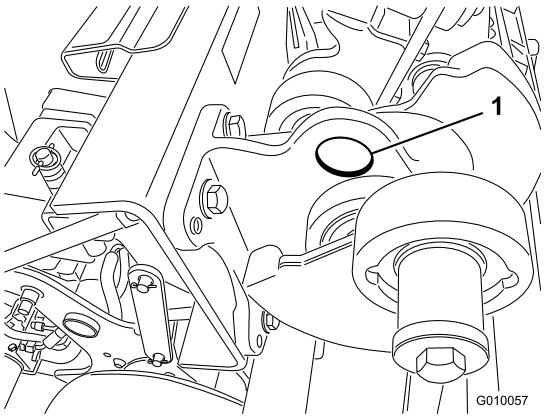

**Figur 43**
**Merk:** Hvis det er tilgjengelig, kan en vinsj brukes til å løfte bakdelen av maskinen. Bruk maljene i luftehodets lagerhus som festepunkter til vinsjen (Figur 43).